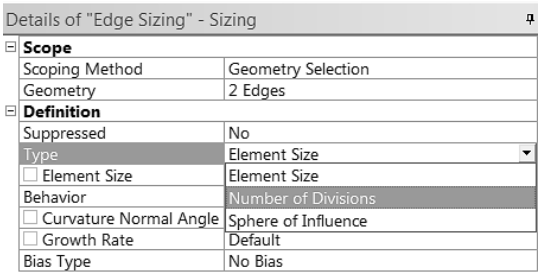
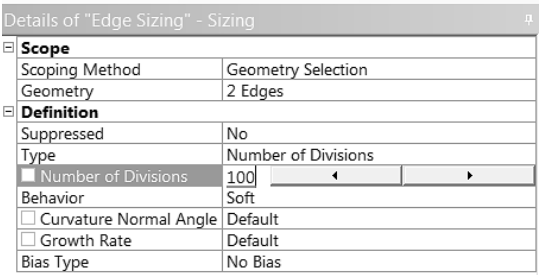

Рис. 26.
Рис. 27.
3) На панели Details of “Sizing” в строке Type выбираем Number of Divisions, рис. 26 и устанавливаем значение 100, рис. 27.